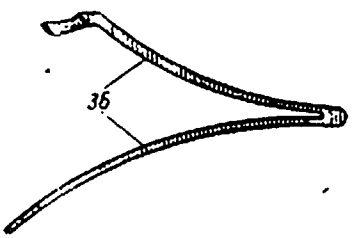
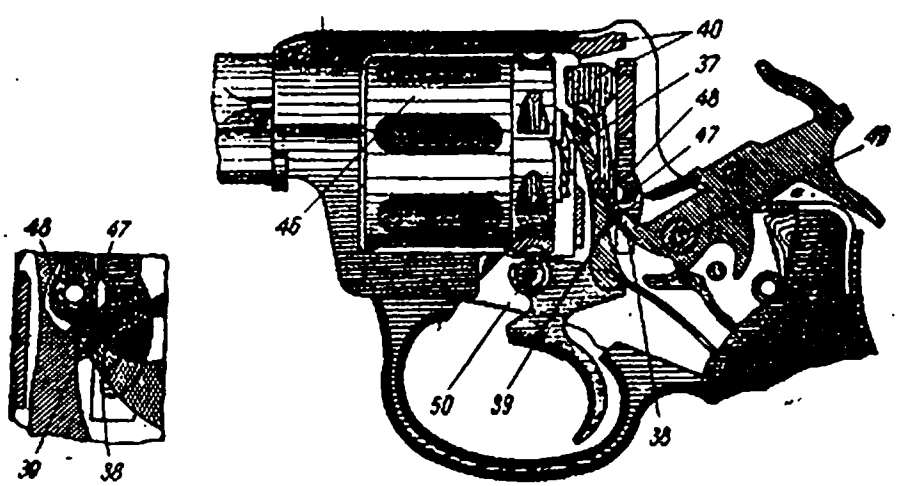

Рис. 13
Рис. 16
1. Сильная боевая пружина (*36* на рис. 13). Проверить усилие спуска курка с боевого взвода.	Заменить пружину. При невозможности подобрать соответствующую пружину — изготовить цилиндрический вкладыш из стали 3 по эскизу и проложить между нижним пером пружины и спусковой скобой.
2. Изгиб собачки (*37* на рис. 16). Осмотреть собачку и проверить ее прямизну линейкой.	Диаметр вкладыша может быть изменен в зависимости от усилия на спусковом крючке.
Причины слабого спуска курка с боевого взвода: 1. Износ боевого взвода курка и шептала спускового крючка (*38* и *39* на рис. 16). Осмотреть шептало крючка и заднюю грань боевого взвода курка, не имеют ли они износа и скругления углов.	Заменить курок или спусковой крючок. При невозможности восстановить нормальный спуск курка заменой только курка или только спускового крючка заменить одновременно курок с крючком. При отсутствии курка и крючка в запасе заправить боевой взвод курка и шептала крючка (карта 14).
2. Осадка перьев боевой пружины (*36* на рис. 13). Сравнить осевшую пружину с новой, наложив одну на другую.	Заменить боевую пружину. После постановки новой пружины проверить отбой курка.
Причины осечек: 1. Утыкание бойка в верхний край казенника или окна рамки (*40* на рис. 16). Отвести курок назад до выхода бойка из канала казенника, ниткой или спичкой приподнять боек вверх и медленно подать курок вперед. Боек при этом должен свободно войти в канал казенника.	Заменить шпильку бойка. При невозможности подобрать шпильку с тугой посадкой концы ее раскернить; в крайнем случае изготовить повышенную шпильку согласно эскизу из стали 6 ГОСТ 380—41.
2. Неотход барабана назад (*46* на рис. 16) (см. «Ремонт соединения барабана с рамкой», стр. 22). 3. Ослабление боевой пружины или осадка (*36* на рис. 13). Отделить боевую пружину и проверить ее изгиб и упругость сравнением с новой.	Заменить боевую пружину. После постановки проверить отбой курка.
Запрокидывание курка за боевой взвод при отделенной крышке рамки Отделить крышку рамки и повернуть курок за его спицу назад до отказа; при этом курок не должен запрокидываться назад. Причины запрокидывания курка за боевой взвод: 1. Износ боевого взвода курка и шептала спускового крючка (*38* и *39* на рис. 16). Осмотреть боевой взвод курка и шептало спускового крючка, не имеют ли они износа и скругления.	Подобрать спусковой крючок, курок или обе детали вместе.
2. Износ верхней грани коленчатого выступа спускового крючка и грани нижнего конца казенника (*47* и *48* на рис. 16). Осмотреть нижний конец казенника и спусковой крючок. На коленчатом выступе крючка не должно быть наминов. Отведение курка назад действием на его опицу при отделенной крышке рамки должно ограничиваться упиранием коленчатого выступа спускового крючка в нижнюю часть казенника; при этом курок не должен запрокидываться назад.	Заменить спусковой крючок новым и проверить работу механизма револьвера и запрокидывание курка. При невозможности устранить запрокидывание подбором спускового крючка и курка — отправить револьвер в вышестоящий ремонтный орган.
3. Погиб шпилек курка и спускового крючка (*49* и *50* на рис. 16). Осмотреть шпильки курка и спускового крючка, опробовать их соединение с рамкой и проверить угольником их перпендикулярность к плоскости рамки.	Выправить шпильки (карта 16). При качке или изломе осей заменить их (карта 2).